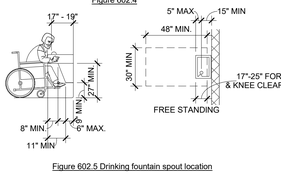

Figure 602.5 Drinking fountain spout location
B. Units shall have a clear floor or ground space complying with 305 positioned for a forward approach and centered on the unit. Knee and toe clearances must comply with 306. Operable parts shall comply with 309. (Fig. 602.5)
TAS SECTION 602.5 - SPOUT LOCATION (REFERENCE FIGURE 602.5)